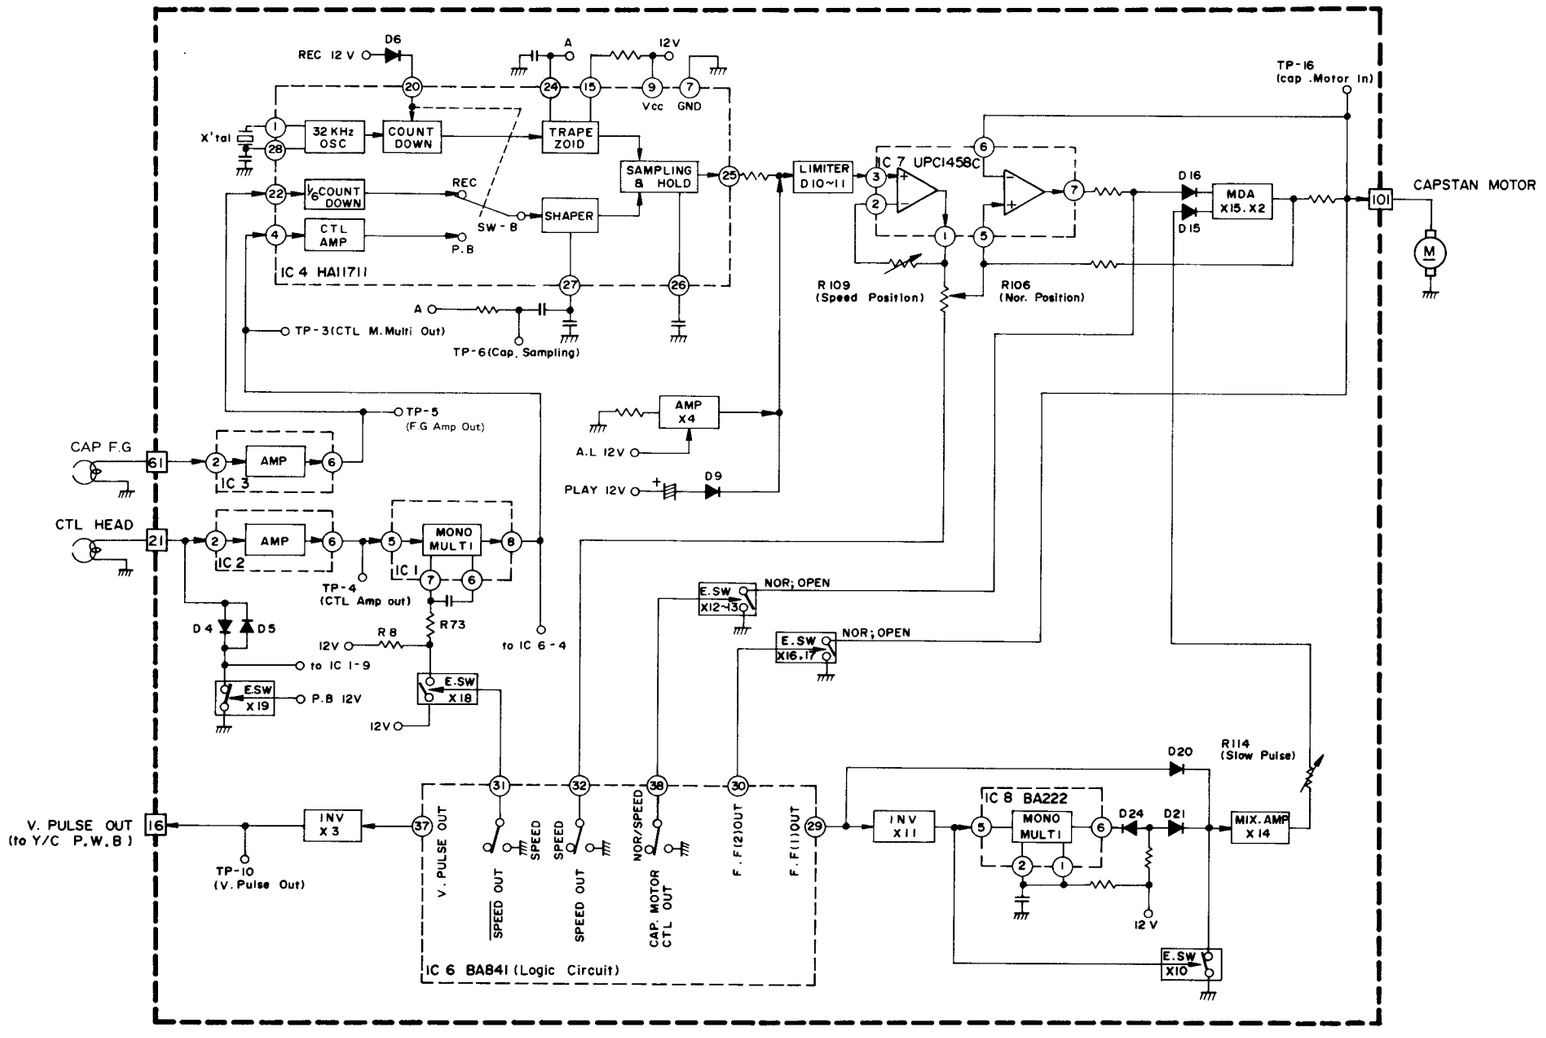
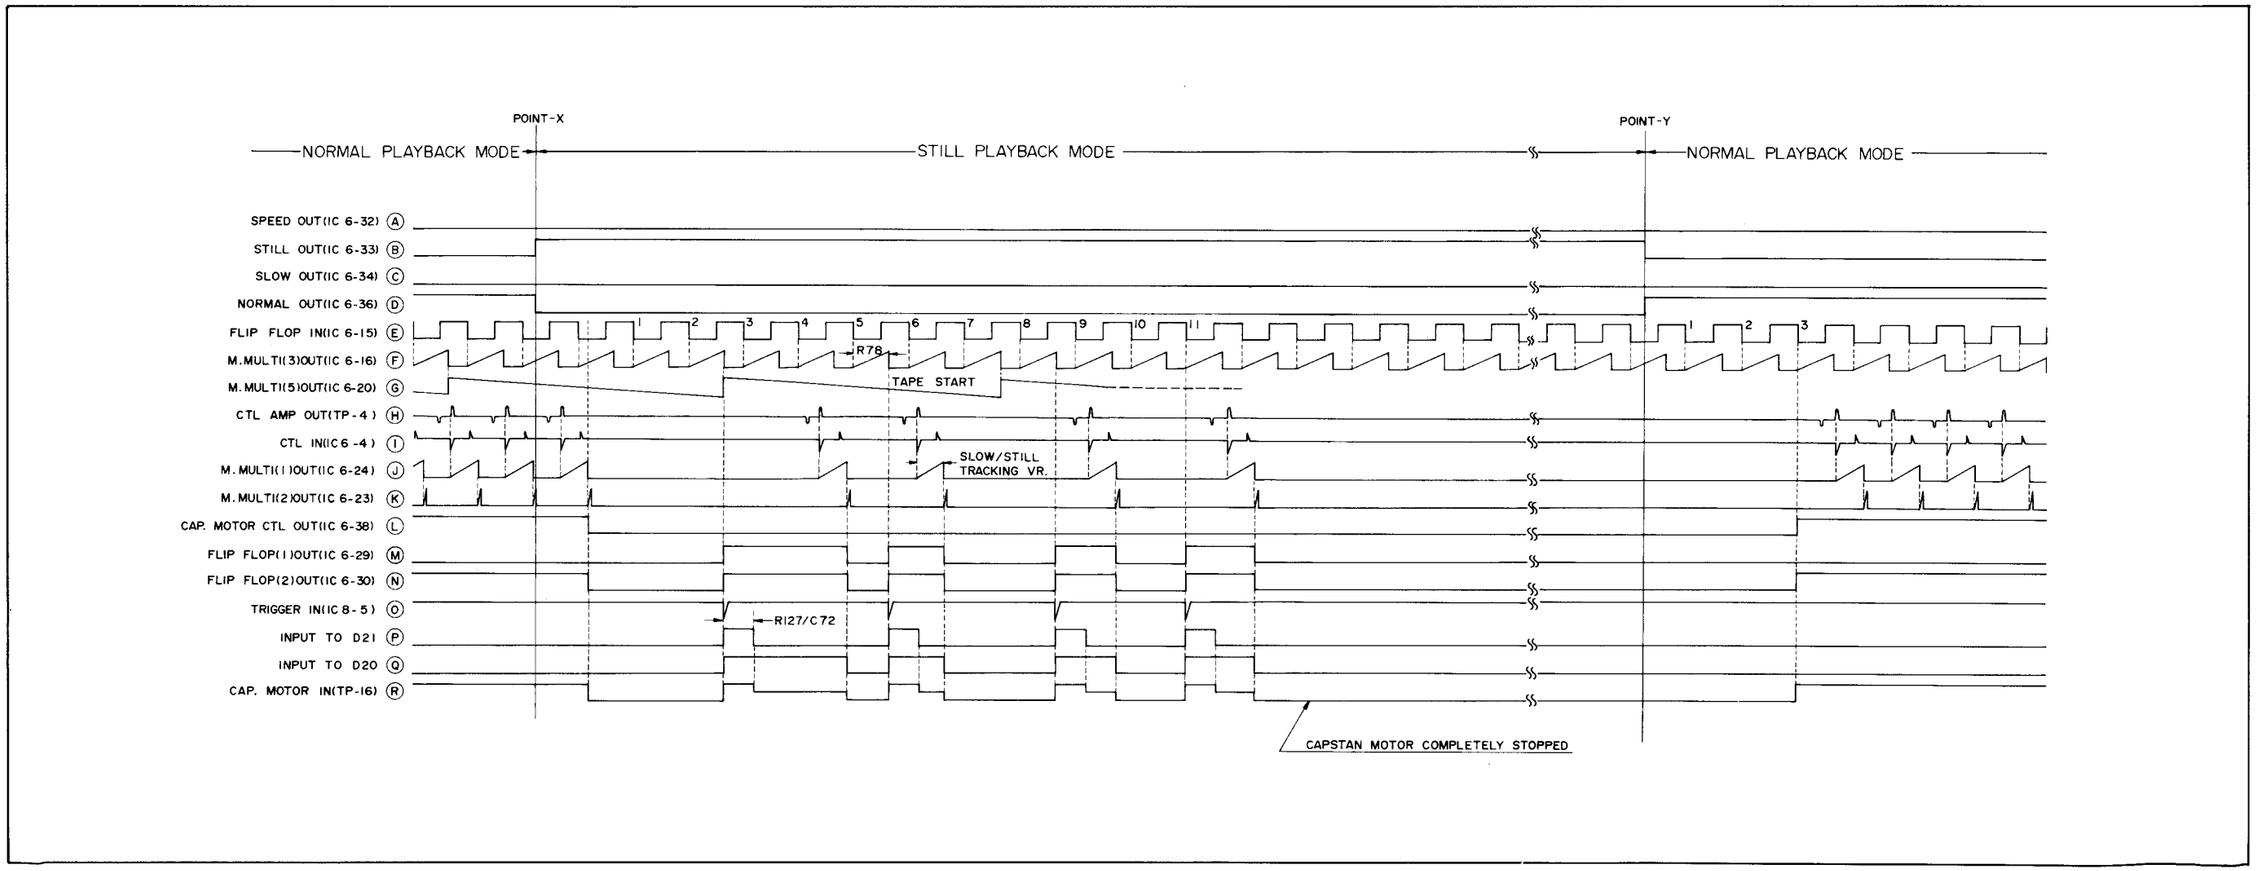

Fig. 2-7 Capstan servo system block diagram
Fig. 2-10 Timing chart at switching from normal to still playback
In Fig. 2-7, reference is obtained from the same 32 kHz crystal oscillator frequency used for the durm servo system. However, in this case, it is counted down to approx. 21 Hz, then converted to a trapezoidal waveform and supplied to the sampling and hold circuit.
Refer to the Fig. 2-10 timing chart and Fig. 2-7 capstan servo system block diagram. Point X at the top of the chart indicates the instant that the normal playback mode has been switched by the remote controller to the still mode and IC6 pin 8 has dropped to ground potential. At this instant, still out (B) becomes HIGH and normal out (D) LOW. From this instant, the first falling pulse of MMV (1) out (J) shaped by the control signal (I) drops the capstan motor control out (L) to LOW potential. Therefore, in the capstan servo system (see Fig. 2-7), the opamp output from IC7 pin 7 is grounded by electronic switches X12 and X13 and is not supplied to the motor drive amplifier. At the same time, flip-flop (2) out (N) becomes LOW potential and the capstan motor input terminal is grounded by X16 and X17. With absence of a capstan motor drive source, the tape transport stops completely.